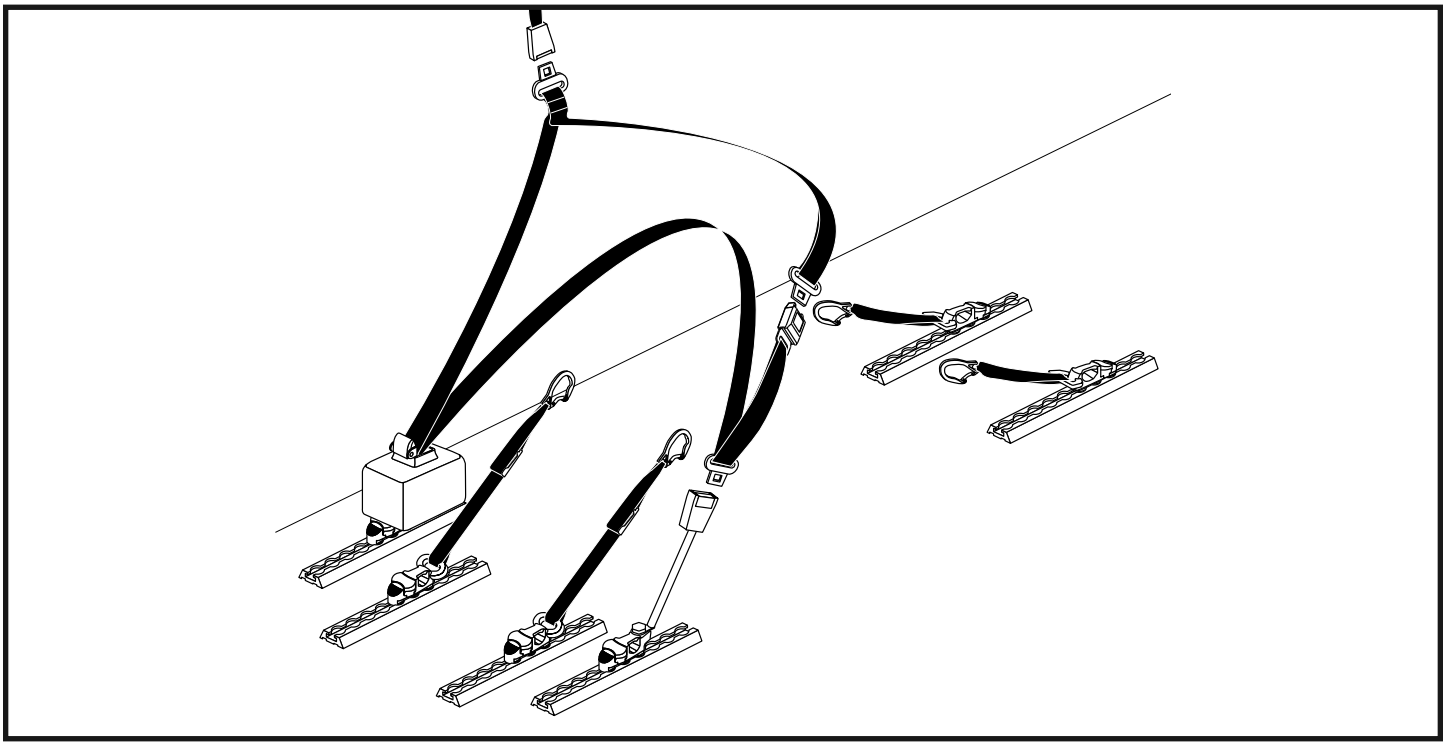

Figure 15. Système de ceinture de retenue pour fauteuil motorisé
- Si votre fauteuil motorisé est muni d'une ceinture pelvienne testée pour la résistance aux collisions qui est fixée à la structure du véhicule, ajoutez le système de retenue en attachant l'extrémité inférieure de la ceinture-baudrier du système WTORS à la ceinture pelvienne en suivant les instructions du fabricant du système WTORS. Les ceintures pelviennes testées pour la résistance aux collisions qui sont fixées à la structure du véhicule seront étiquetées afin d'indiquer la conformité aux standards ISO 10542. **Voir la figure 15.**